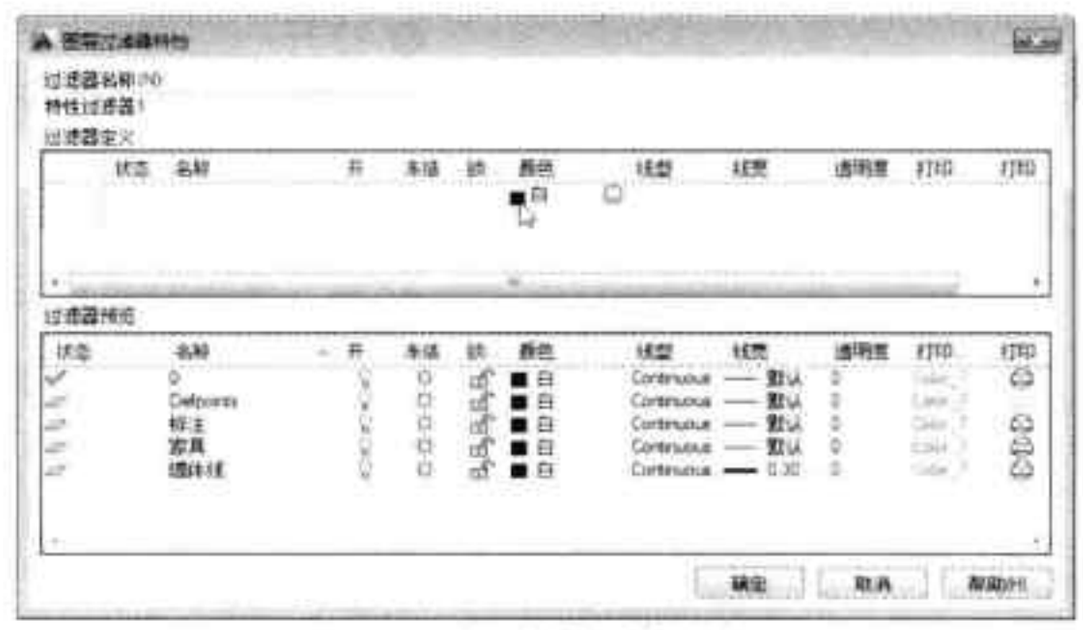

图3-57 新建“颜色”过滤器
Step 02 在“过滤器名称”文本框中，命名新建过滤器名称，这里输入“颜色”，然后在“过滤器定义”列表中，单击“颜色”下方矩形框，此时会显示，单击该图标，在打开的“选择颜色”对话框中，选择所需过滤的颜色，这里选择“白色”，此时在“过滤器预览”列表框中只显示出颜色为“白”色的图层，如图3-57所示。